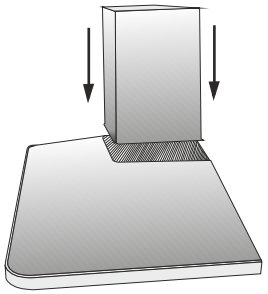

Abb.1
1. Den Motorblock auf den Haubenkörper schrauben (Abb. 1, 2, 2a).